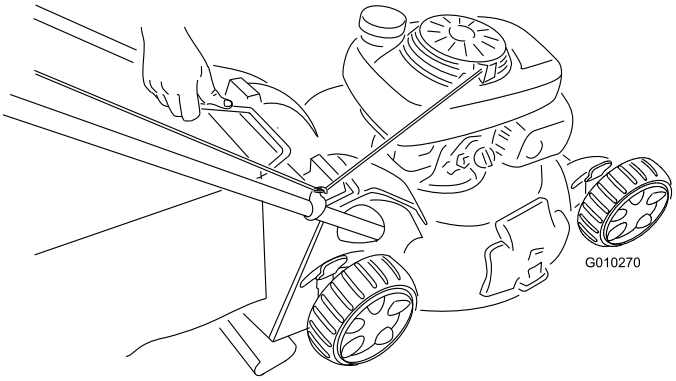

**Figur 29**
2. Lyft ut gräsuppsamlarens handtag ur skårorna längst upp på klipparen, och ta bort uppsamlaren från klipparen (Figur 29).